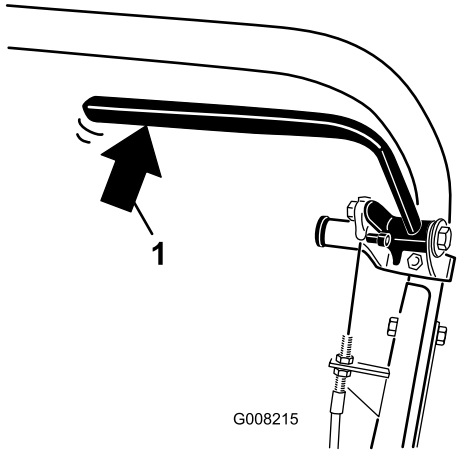

Figur 32
2. Tryck baktill på driftsbromsspaken med en fjädervåg (Figur 32). Parkeringsbromsen ska frigöras när en kraft på 13,5–18 kg har uppnåtts. Om parkeringsbromsen frigörs innan en kraft på 13,5–18 kg har uppnåtts ska bromskabeln justeras. Gå vidare till steg 3.